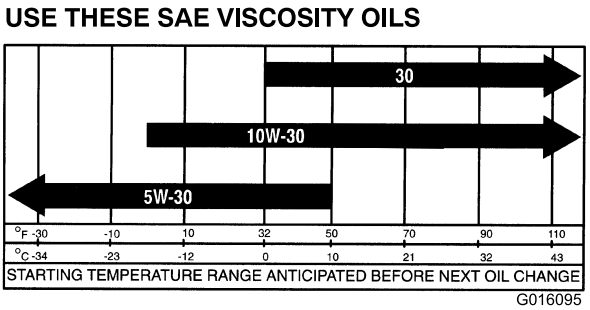

Figur 14
**Motorolieviskositet:** 10W-30. Vælg en motorolieviskositet i henhold til den omgivende lufttemperatur i tabellen i Figur 14.